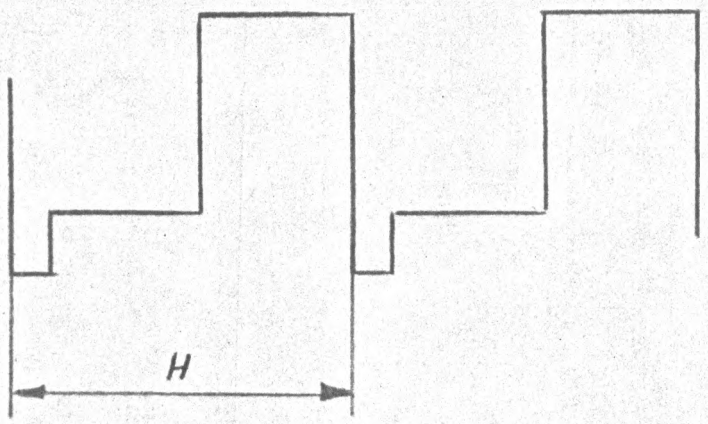

РИС.7.15
7.6.10.2. ПОДКЛЮЧИТЕ ОСЦИЛЛОГРАФ С1-81 К К.Т. А3-Х1 И ПРОКОНТРОЛИРУЙТЕ НАЛИЧИЕ СИГНАЛА (РИС.7.15).